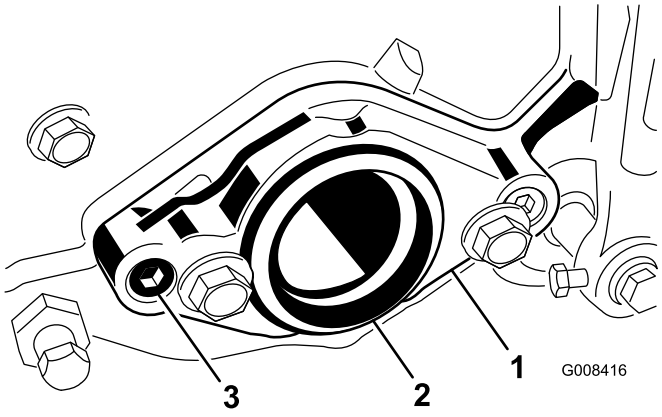

Figura 3
6. Remova os 2 parafusos de cabeça Allen que prendem a montagem do motor à extremidade direita da unidade de corte e a montagem do motor (Figura 3).